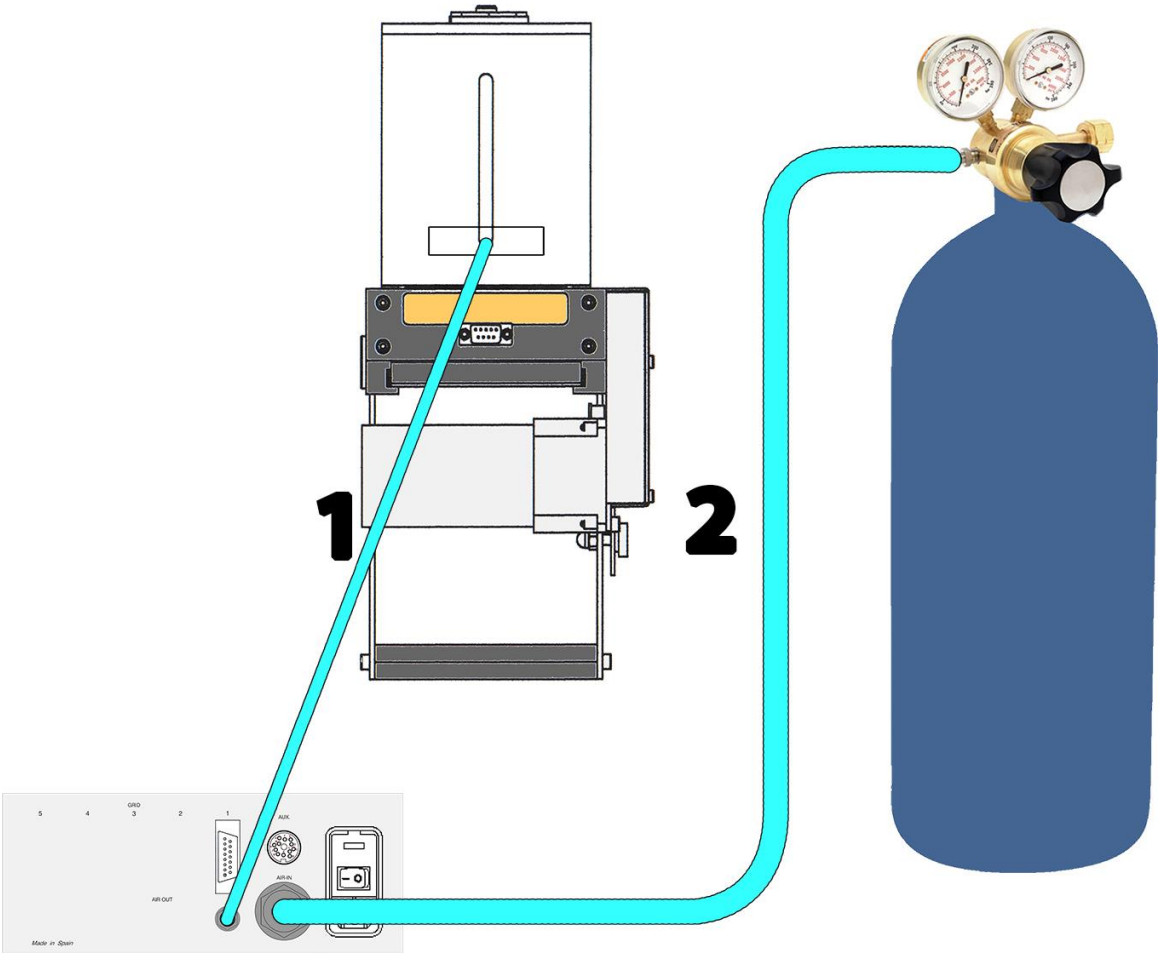
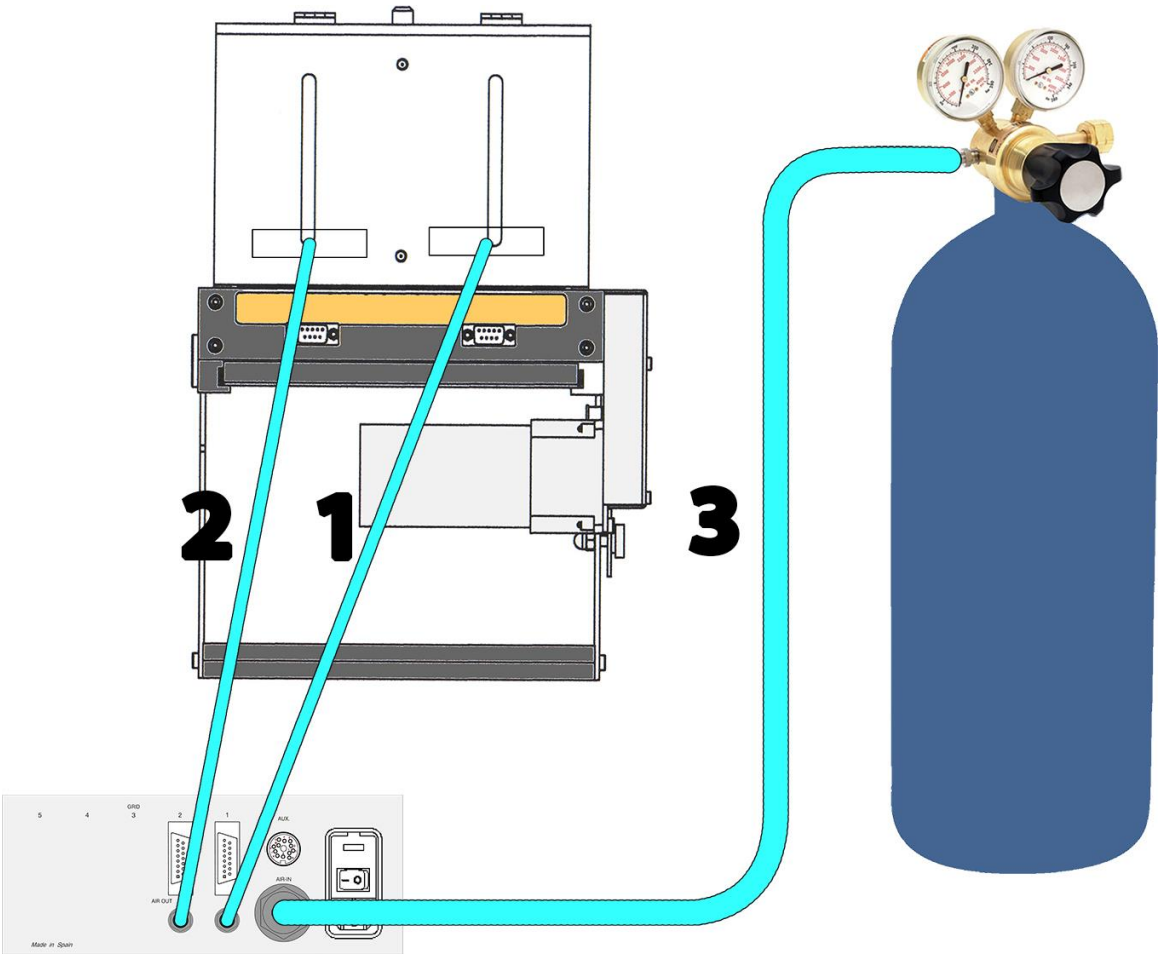
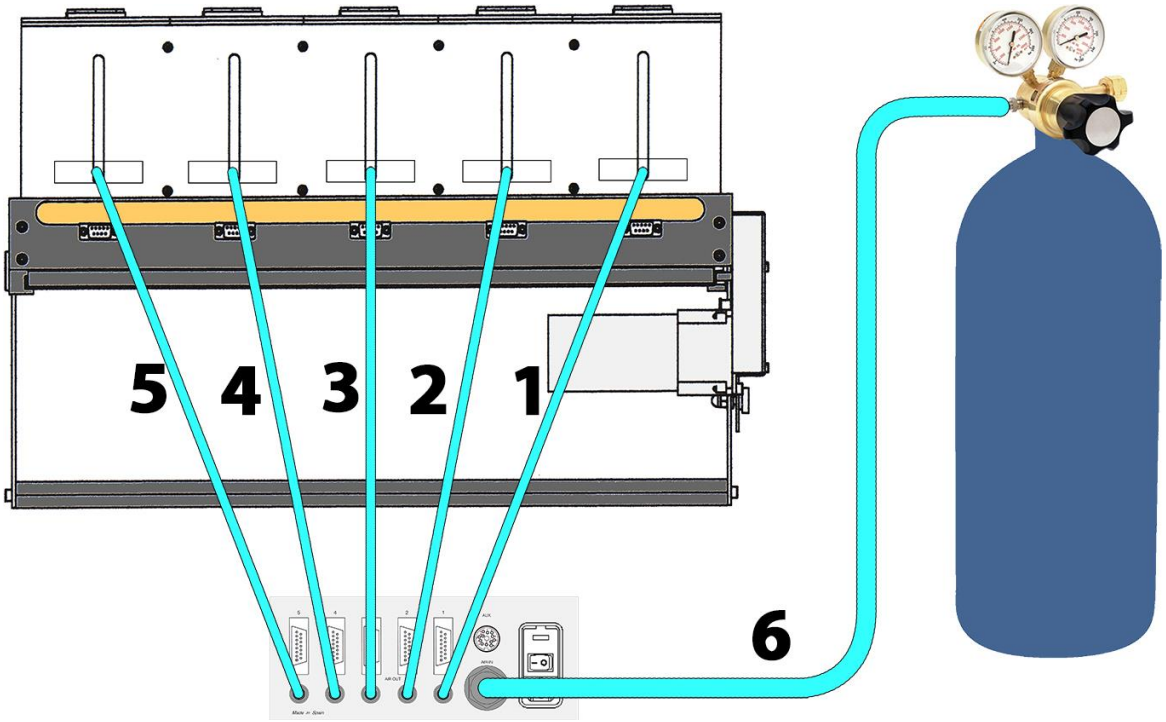

Figura 14. Conexiones neumáticas para 1 canal.
Figura 15. Conexiones neumáticas para 2 canales.
Figura 16. Conexiones neumáticas para 5 canales.
3) Conecte los tubos neumáticos a los colectores y a las salidas de aire respectivas del **Air Puff** (vea la Figura 14, Figura 15 o Figura 16 dependiendo del número de canales).
5) Conecte el tubo de aire a presión a la boquilla de entrada del **Air Puff** Control (vea la Figura 14, Figura 15 o Figura 16 dependiendo del número de canales).